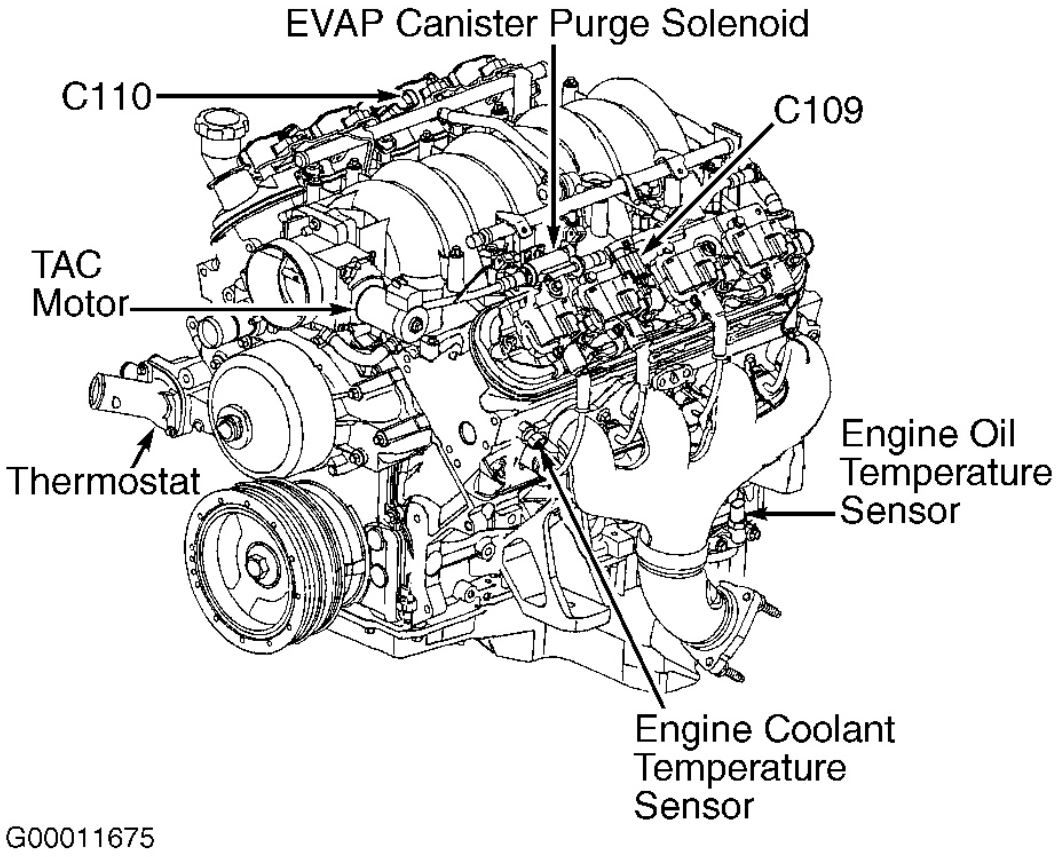

Fig. 11: Locating Engine Oil & Coolant Temperature Sensors
3. Turn ignition off. Disconnect oil temperature sensor connector. See **Fig. 11** . Turn ignition on. Monitor oil temperature data. If oil temperature is less than 14°F (-10°C), go to next step. If oil temperature is more than 14°F (-10°C), go to step 5 .
3. Turn ignition off. Disconnect oil temperature sensor connector. See **Fig. 11** . Connect a 3-amp fused jumper wire between oil temperature sensor connector terminals. Monitor oil temperature data. Turn ignition on. If oil temperature is more than 374°F (190°C), go to step 6 . If oil temperature is less than 374°F (190°C), go to next step.